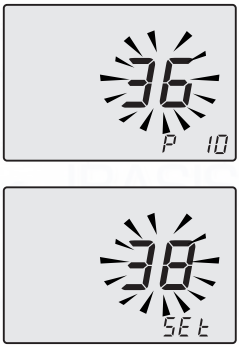

Fig. 7.39
- The writing **P10** - **SEt** alternates on the display (Fig. 7.39).